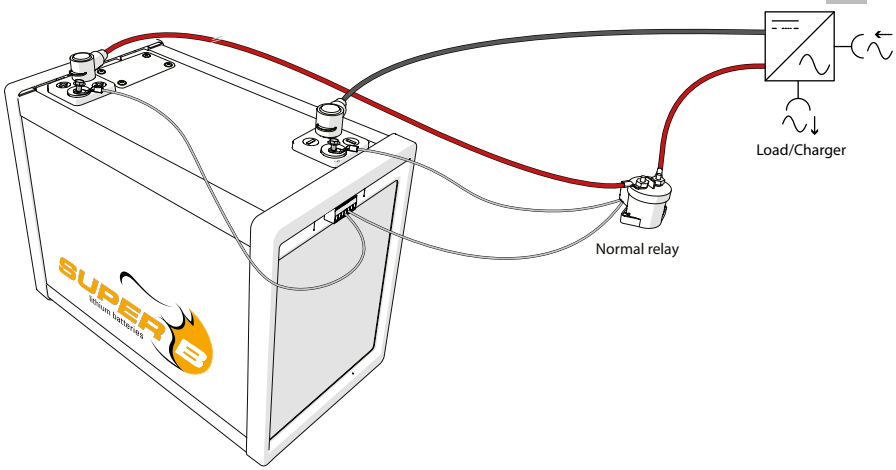

Abbildung 12. Befestigung der Polkappen.
4. Schließen Sie den - Pol der Batterie an. Schließen Sie nicht zuerst den - Pol an, da dies zu Kurzschlüssen führen kann (siehe Abbildung 12).
6. Setzen Sie die Polkappen auf die Pole (siehe Abbildung 12).